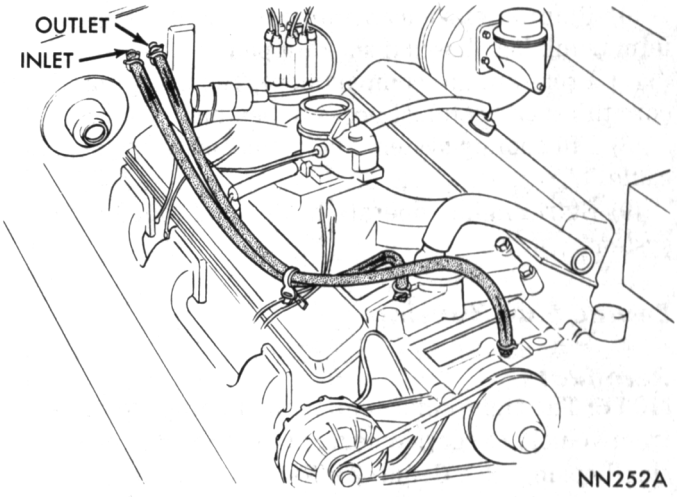

Fig. 10—Heater Hose Connections—273 Cu. In. Engines—Valiant and Barracuda Models
(5) Connect heater hoses to heaters (Fig. 10).
(6) On passenger compartment side, connect heater support rod to heater housing.
(7) Connect wire to heater motor resistor.
(8) Connect defroster tubes to heater.
(9) Fill cooling system, start engine and operate until normal engine operating temperature is obtained.
(10) Test operation of heater assembly.